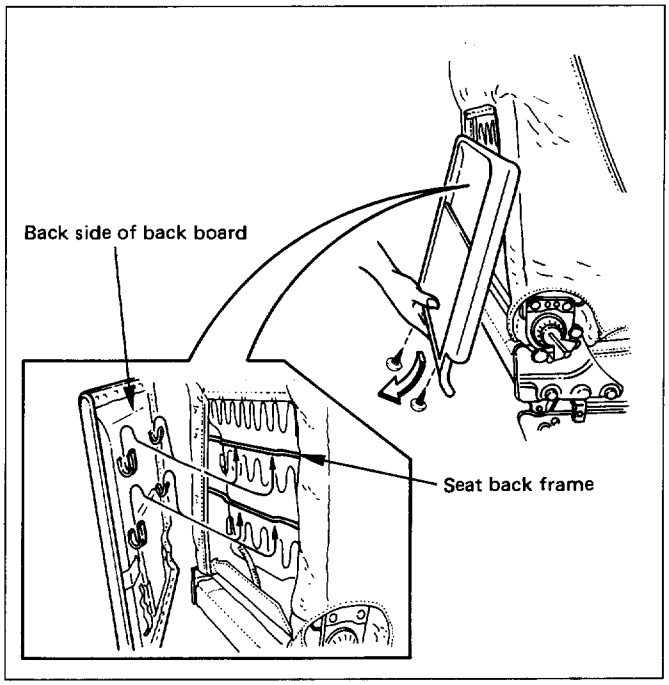

Fig. 10-200
12. **Back board assembly (Fig. 10-200)**